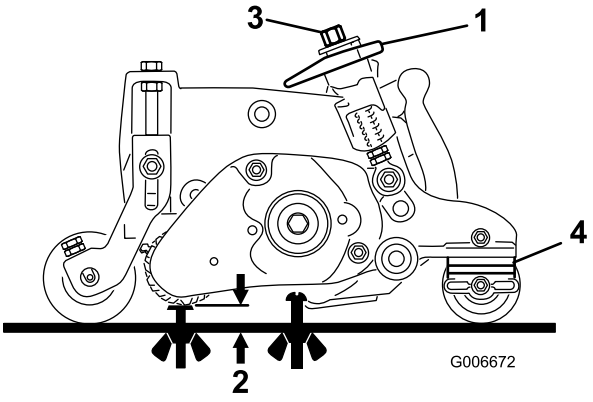

Figure 40
3. Tournez les leviers de levage rapide (Figure 40) à la position engagée (poignée vers l'avant du plateau de coupe). **Reportez-vous au tableau des plages de hauteur de coupe (HDC) et de hauteur de brossage (HDG) recommandées pour régler le gabarit.**
4. À une extrémité du groomer, mesurez la distance entre la pointe de lame la plus basse et la surface de travail (Figure 40). Tournez le bouton de réglage de hauteur (Figure 40) pour élever ou abaisser la pointe de la lame de groomer à la hauteur désirée.